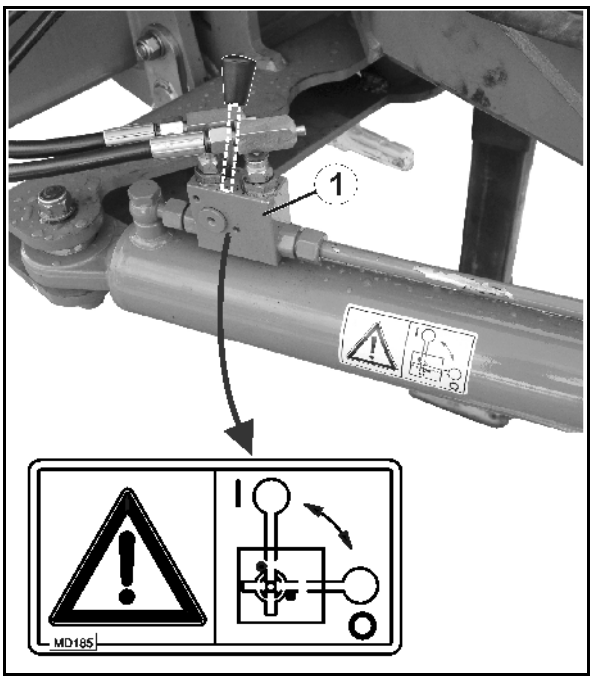

Fig. 43
1. Set the steering drawbar to the central position (steering drawbar (Fig. 43/1) flush with machine).
4. Secure the steering draw bar by closing the stop tap (Fig. 43/2) in Position **0**.